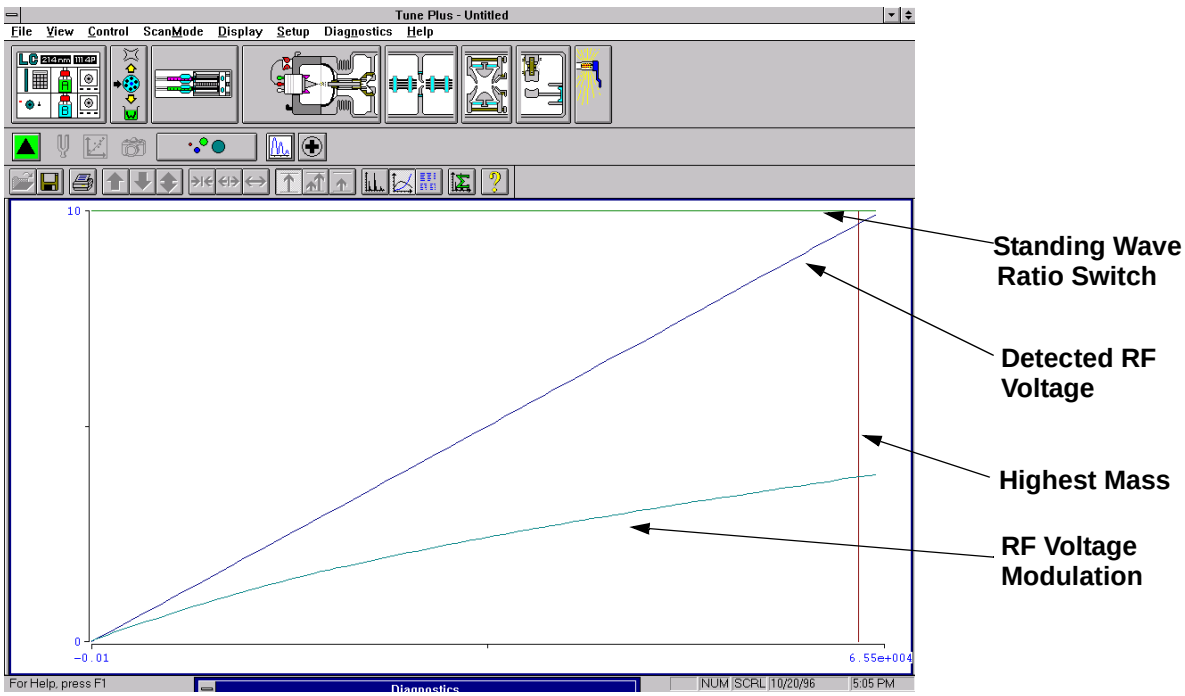

Figure 5-11. Graph view for ring electrode RF voltage modulation tuning
c. Click on the **Start** button to start the ring electrode RF modulation tune program. The Graph view should look like Figure 5-11: